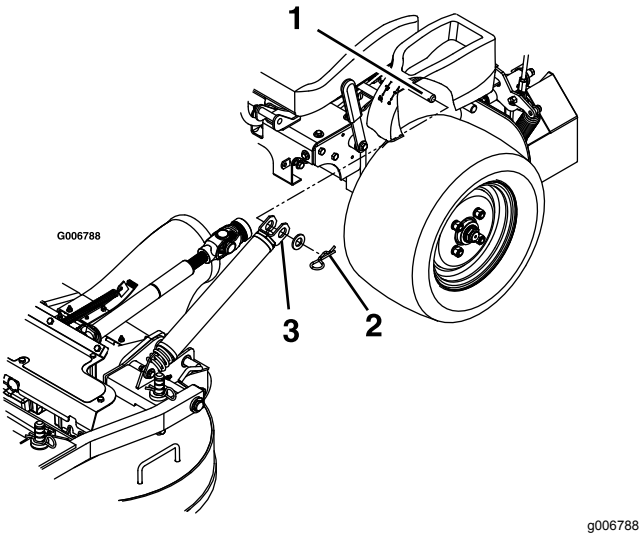

Figuur 78
4. Verwijder de haarspeldveren en ringen aan de bovenkant van de veer van de maaideklift aan elke kant van de machine (Figuur 78).
10. Monteer de veren op de veerpennen onder de bedieningspanelen links en rechts, en zet deze vast met een ring en een haarspeldveer (Figuur 78).